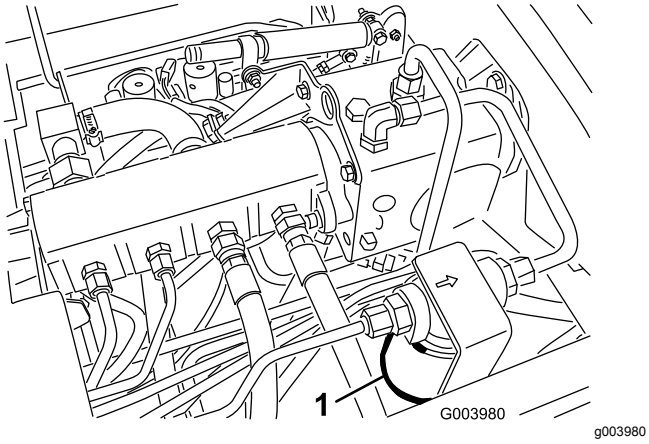
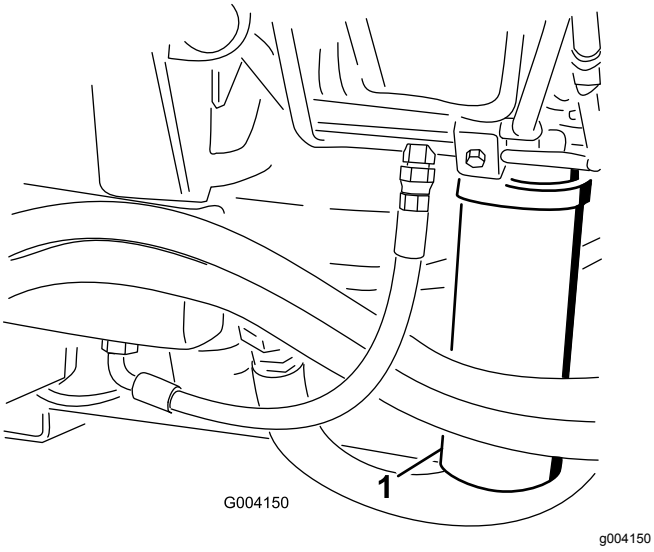

Figur 69
Figur 70
2. Rengör området där filtret ska monteras och sätt ett avtappningskärl under filtret i (Figur 69 och Figur 70).